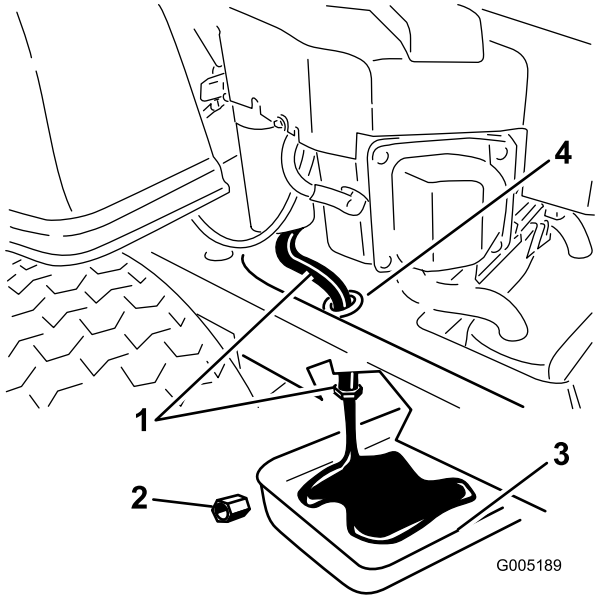

Figura 33
5. Individuate il tubo di spurgo dell'olio sul lato sinistro del motore. Il tappo di spurgo è fissato a un tubo di spurgo instradato attraverso un foro sul telaio della macchina (Figura 33). Pulite l'area circostante il tappo e il tubo di spurgo dell'olio.
6. Collocate un vassoio raccoglitore sotto la macchina in coincidenza con il tubo di spurgo dell'olio come illustrato nella Figura 33.
7. Rimuovete il tappo di spurgo dell'olio utilizzando due chiavi (una per tenere fermo il tubo e l'altra per allentare il tappo) (Figura 33).
13. Una volta completato lo spurgo dell'olio, montate il tappo. Serrate il tappo a una coppia di 14 Nm. Tergete l'olio superfluo (Figura 33).